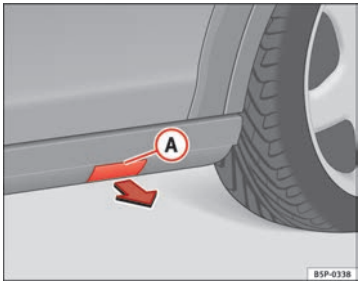

Fig. 179 Sottoporta in plastica con sede per fissaggio del cric
– Togliere il coperchio (A) per accedere ai punti per il fissaggio del cric del veicolo ⇒ fig. 179.
– Tirare il coperchio e toglierlo dalla sede nel senso indicato dalla freccia ⇒ fig. 179.